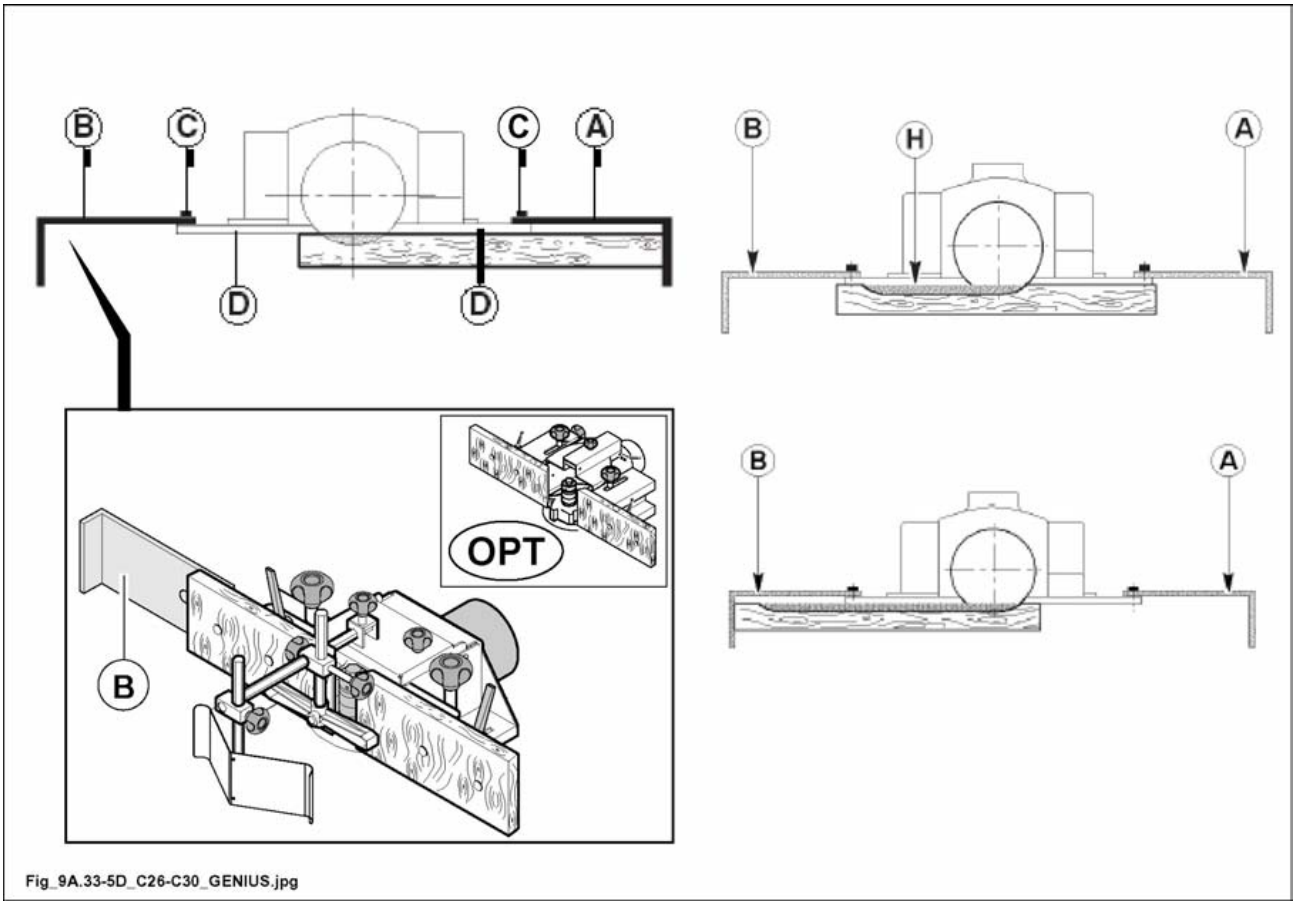

Fig. 9.33-5D
For dead milling cuts (H fig. 9.33-5D) and the machining of short pieces, it is necessary to fi t the stops (A fig. 9.33-5D) and (B fig. 9.33-5D) (not supplied) onto the input fence and the half–fence.
The stops must be fastened ontothe fences (D fig. 9.33-5D) by means of the screws (C fig. 9.33-5D).
- rest the wood piece against the stops (A fig. 9.33-5D) and push it against the milling cutter;
- move the piece forward to the stop (B fig. 9.33-5D).